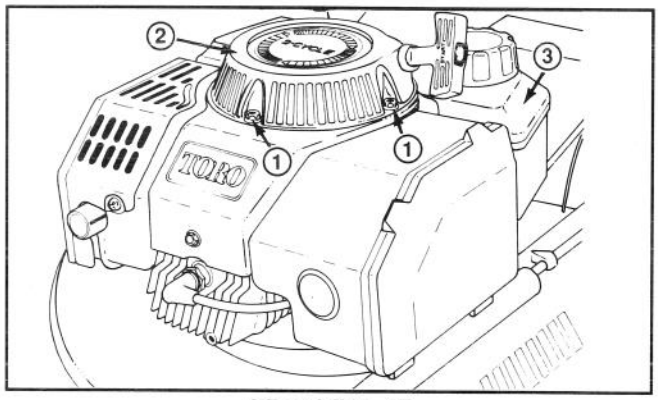

Afbeelding 17
3. Draai de schroeven die het deksel voor de repeteerstarter en de benzinetank op hun plaats houden los en verwijder de benzinetank (Afb. 17). Hef het deksel op de repeteerstarter en laat de benzinetank aan de linker zijde van de motor aan de slang hangen.